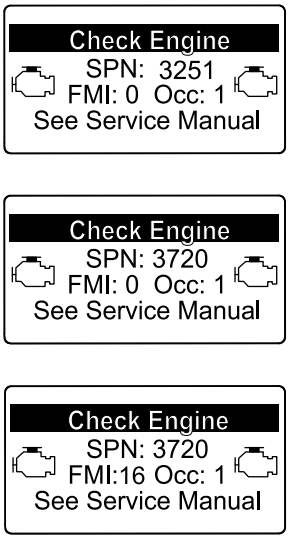

**Figur 58**
- Hvis motorfejl CHECK ENGINE SPN 3251 FMI 0 (tjek motor-spn 3251, fmi 0) eller CHECK ENGINE SPN 3720 FMI 0 (tjek motor-spn 3720, fmi 0) eller CHECK ENGINE SPN 3720 FMI 16 (tjek motor-spn 3720, fmi 16) vises i infocenteret (Figur 58), skal sodfilteret rengøres ved hjælp af følgende trin: